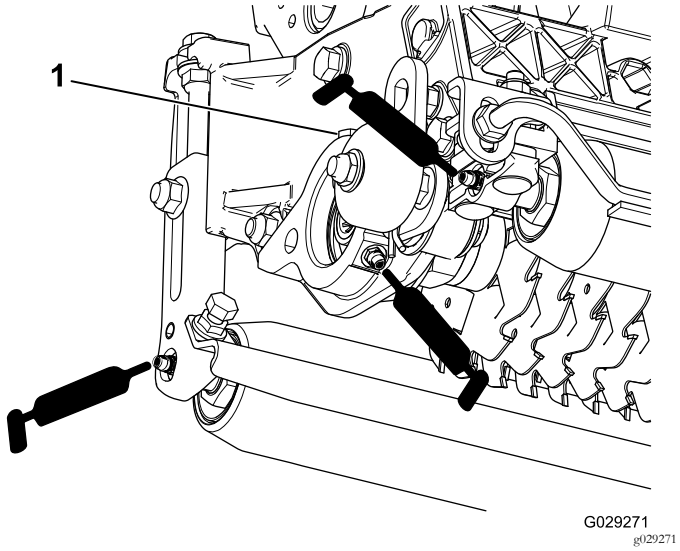

Figur 16
Hver vertikalkutter har fem smørenipler (Figur 16) som må smøres ukentlig med litiumbasert smørefett nr. 2.
2. Påfør smørefett til det kommer rent smørefett ut av valseforseglingene og avlastningsventilen på lageret (Figur 16).